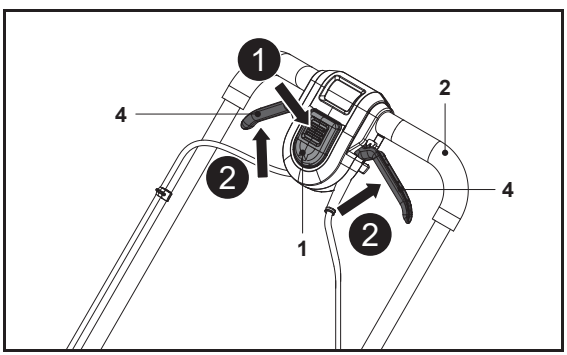

Fig. 14
1. Mantenha-se atrás da pega (2).
2. Mantendo o botão do interruptor de segurança (1) premido, puxe as alavancas de arranque (4) na direção da pega (2) e mantenha-as nessa posição (Fig. 14, passos 1, 2).
3. Após o arranque do corta-relva, liberte o botão do interruptor de segurança (1).